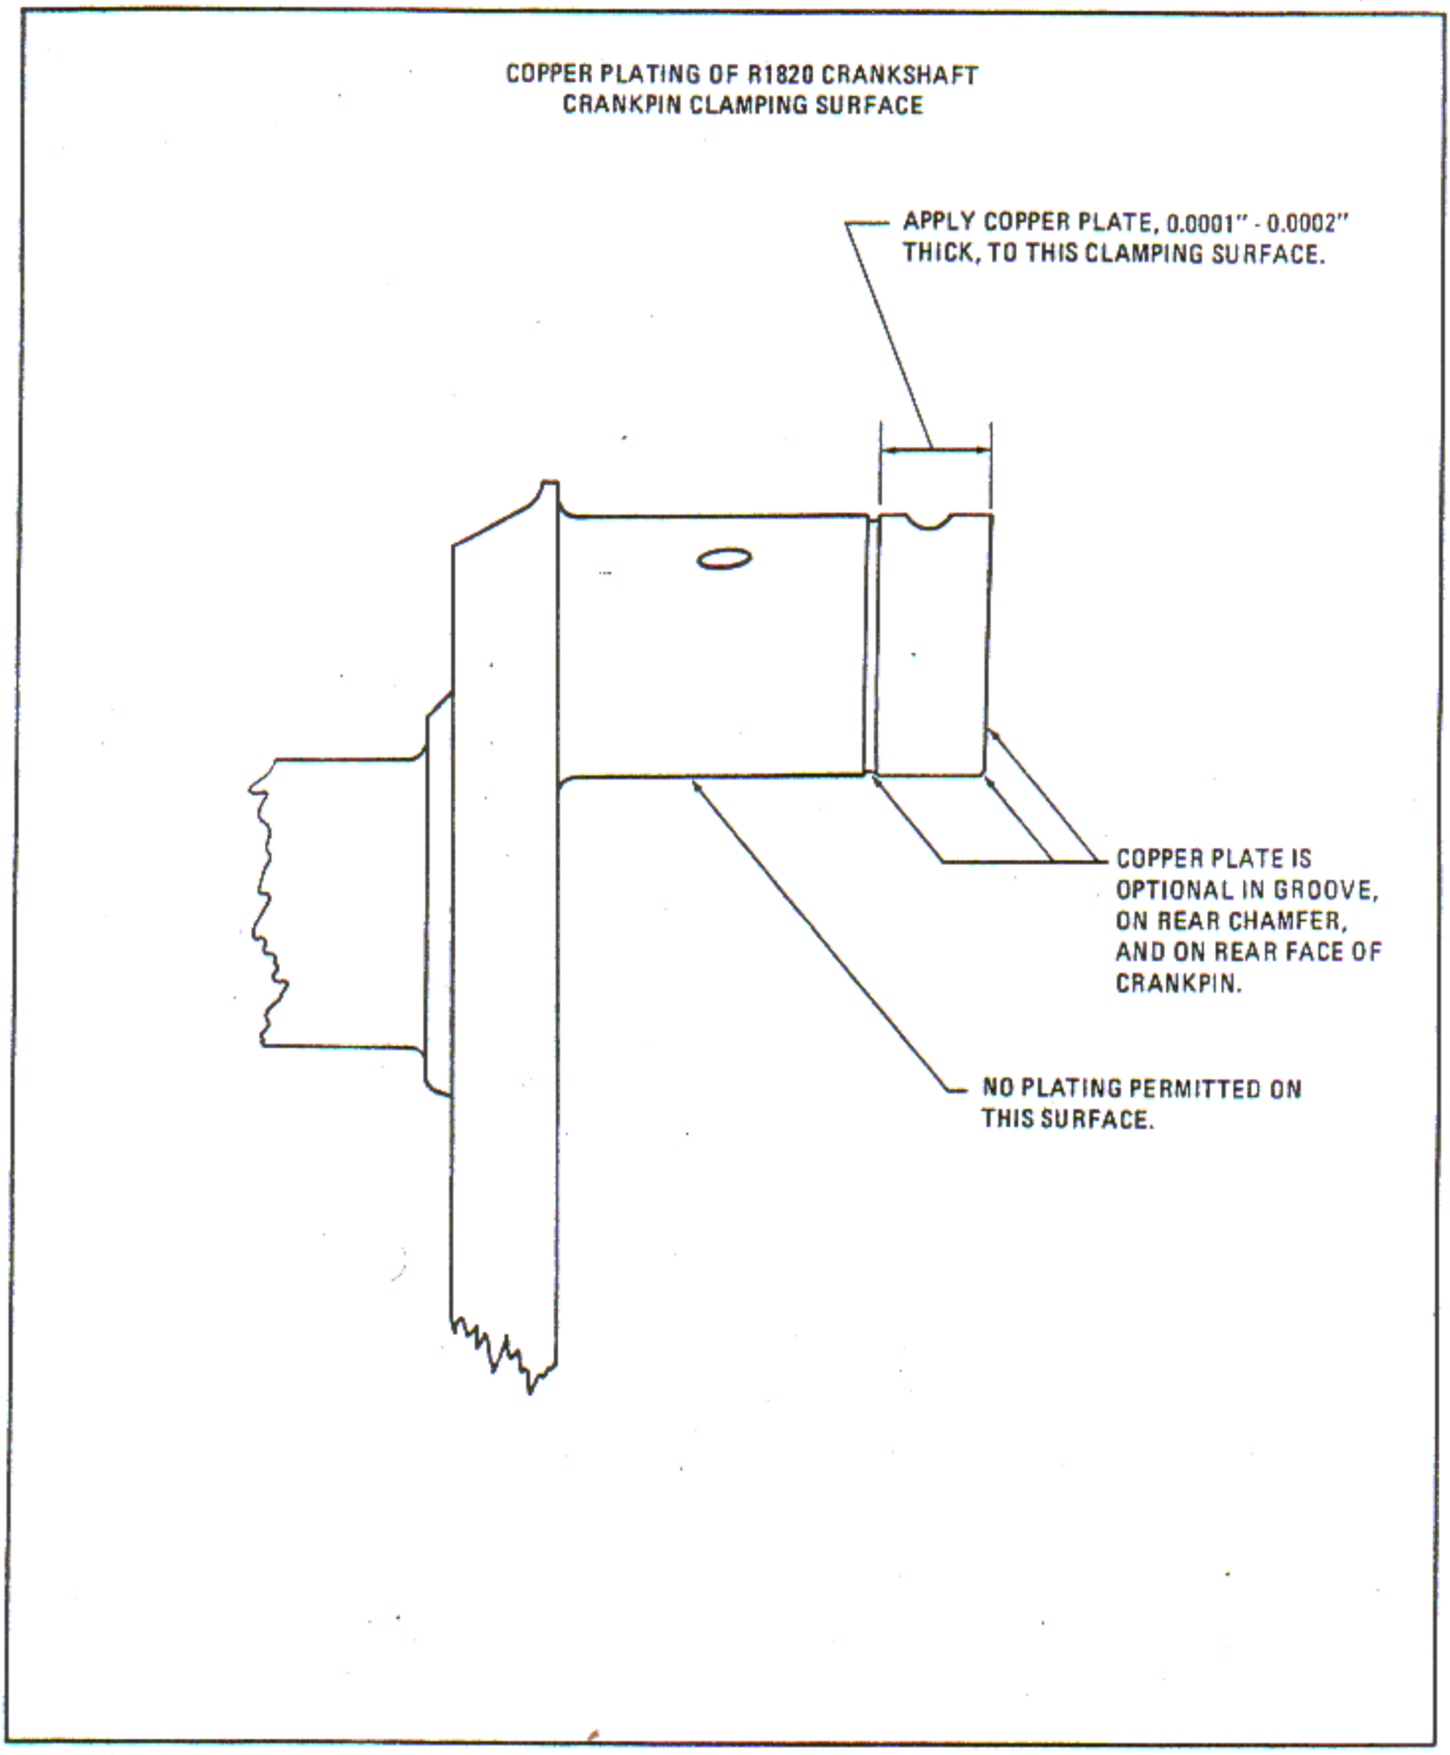

Figure 6-271. Crankshaft Crankpin Clamping Surface, Copper Plating
6-811A. Copper plating shall be applied to each crankpin clamping surface in accordance with the following procedure. This plating shall be subsequently stripped and reapplied at each overhaul. See figure 6-271.
c. Insulate or mask to plate the clamping surface shown in figure 6-271. Plug hole in clamping journal.